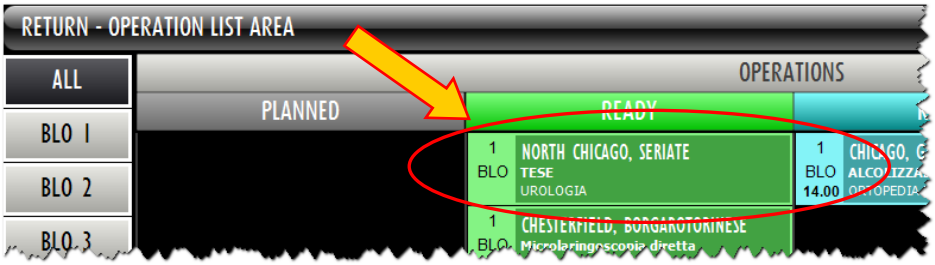

Fig 137 - Operation rectangle
- click the corresponding rectangle (Fig 137).